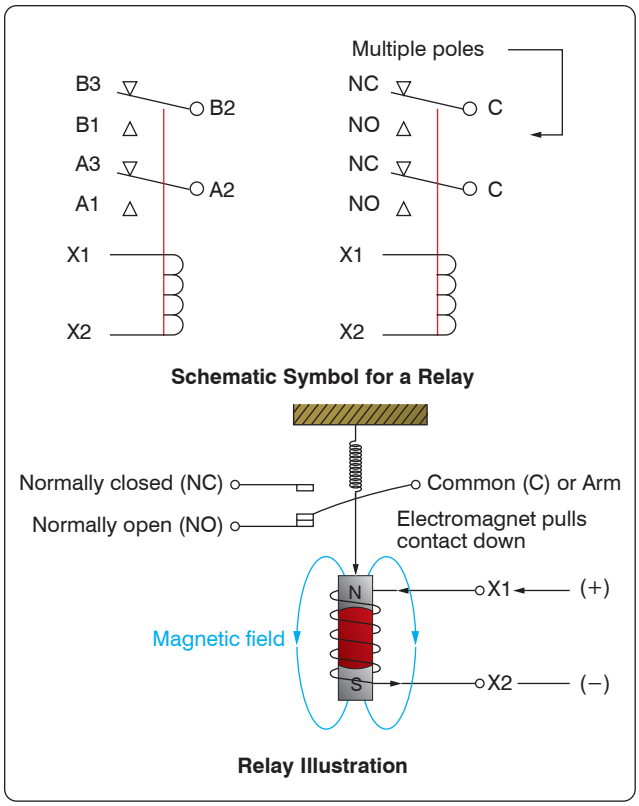

Figure 12-80. *Basic relay.*
A relay is simply an electromechanical switch where a small amount of current can control a large amount of current. *[Figure 12-80]* When a voltage is applied to the coil of the relay, the electromagnet is energized due to the current. When energized, an electromagnetic field pulls the common (C) or arm of the relay down. When the arm or common is pulled down, the circuit between the arm and the normally closed (NC) contacts is opened and the circuit between the arm and the normally open (NO) contacts are closed. When the energizing voltage is removed, the spring returns the arm contacts back to the normally closed (NC) contacts. The relay usually has two connections for the coil. The (+) side is designated as X1 and the ground-side of the coil is designated as X2.